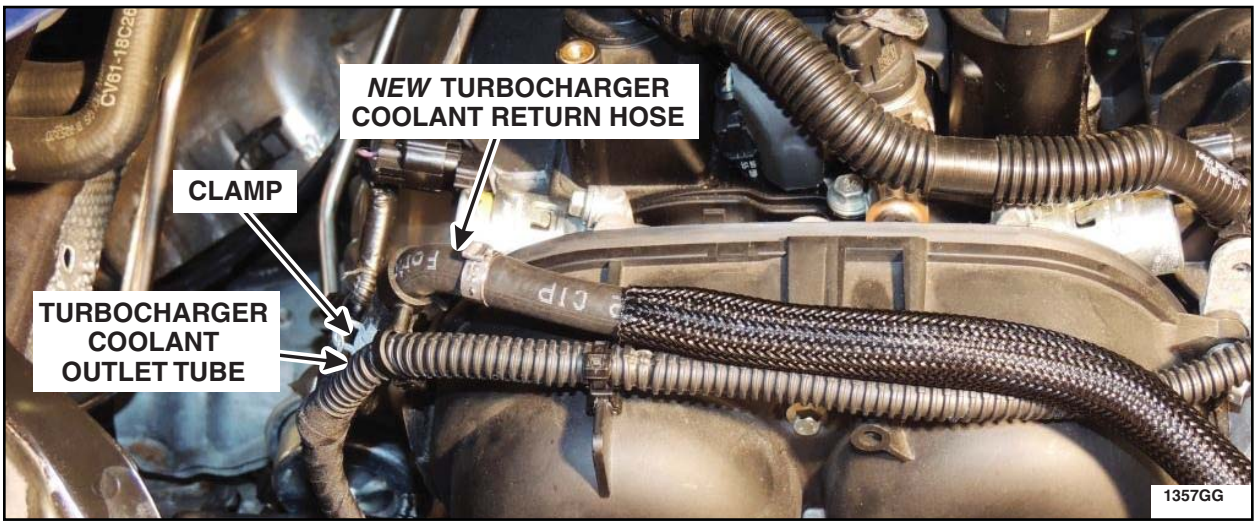

FIGURE I6
13. Connect the *new* turbocharger coolant return hose to the turbocharger coolant outlet tube and release the clamp. Attach the wire harness retainer to the *new* turbocharger coolant return hose. See Figure I6.